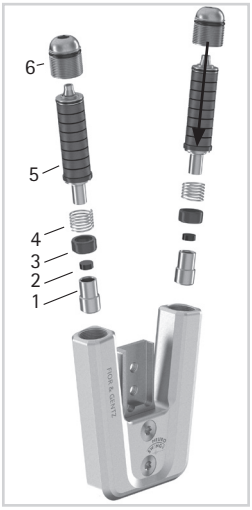

Fig. 15
1 Posizionare l'ammortizzatore dell'arresto (2) e la boccola scorrevole (3) assieme al pistone (1) (fig. 15).
6 Avvitare il gruppo per la flessione plantare nel canale posteriore della molla fino a toccare la staffa per piede modulare (fig. 15). La molla a compressione (4) deve essere essere completamente compressa. Non precaricare le unità elastiche (5) a tensione.